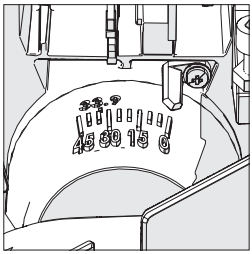

Rys. 23
- nachylić głowicę tnącą do żądanego kąta. Urządzenie posiada skalę w postaci kątomierza w celu ułatwienia tego ustawienia **(Rys. 23)**.